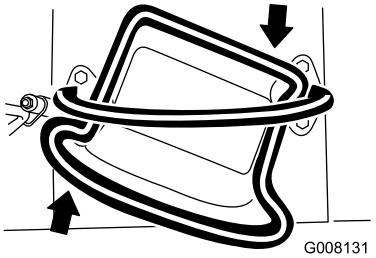

Rysunek 9
- Aby skręcić w prawo, obróć dźwignię sterowania zespołem jezdnym zgodnie z kierunkiem wskazówek zegara (Rysunek 9).